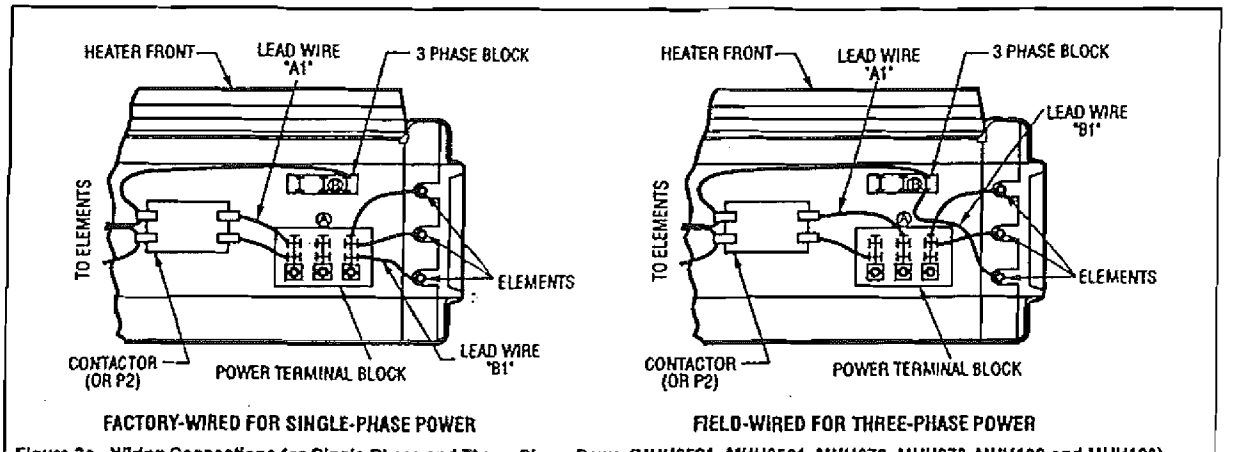

Figure 3a. Wiring Connections for Single-Phase and Three -Phase Power(MUH0521, MUH0581, MUH072, MUH078, MUH102 and MUH108)
8. Single or three-phase power connections may be used with heater models MUH0521, MUH07, MUH0581, MUH07, MUH078, MUH102, MUH108, and MUH158. These units are factory wired for single-phase operation. If these heaters are for use with three-phased power, reconnect the wires as indicated in the wiring diagram attached to the heater. Additional information can be found by looking at the wiring illustrations in Figures 3a and 3b and following the directions shown below.
On models MUH0521,MUH0581, MUH072, MUH078, MUH102, and MUH058 (Figure 3a), move only the two wires marked "A1" and marked "B1"; do not move or change any other wiring. The element lead wire marked "B1" which is factory connected to the power terminal block (terminal located closest to the elements) must be moved to terminal "B" on the three-phase terminal block.